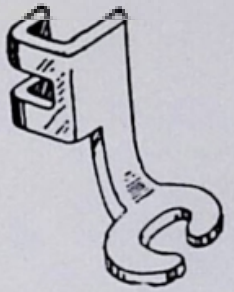

Fig. 29
1. Remove hinged presser foot and attach button sewing foot. See Fig. 29.
2. Package of Needles (5)
5. Bobbins (3)
6. Felt Washers (2) (for spool pins)
9. Button Sewing Foot Fig. 29